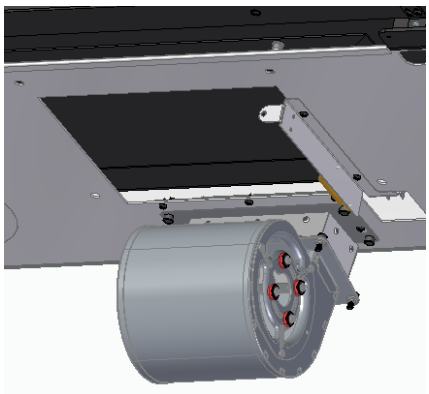

Figura 48 – Fixação do kit ventilação nos equipamentos E909 e E809
b. Fixação do kit de ventilação por baixo do equipamento, no fundo, conforme mostra a imagem, ver Figura 48.